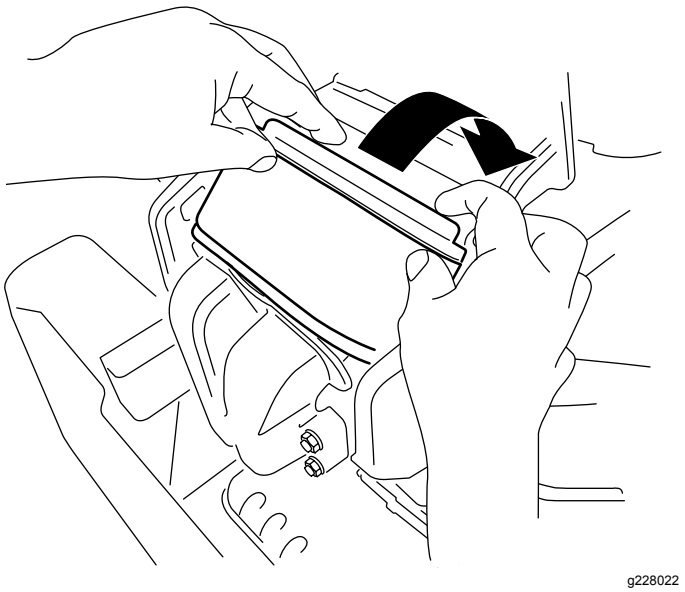

Figur 44
3. Roter filteret ned i kammeret og plasser det mot manifolden (Figur 44).